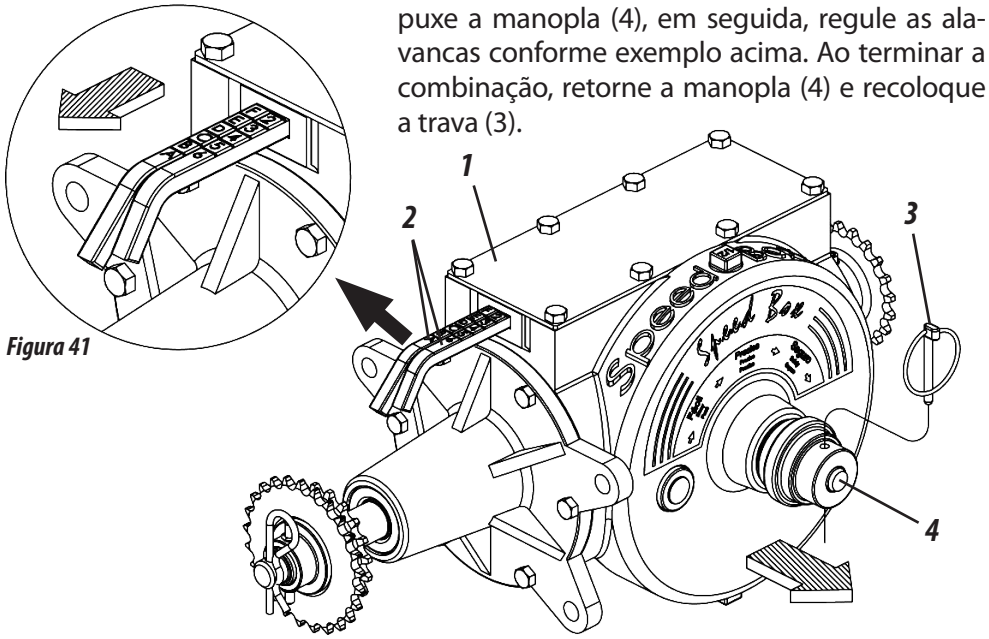

Figura 41
SPEED BOX (FIGURA 41)
1- Selecione a quantidade desejada nas tabelas e verifique a combinação correspondente nas alavancas (2). **Exemplo:** Posição **F2** na tabela, indica que a alavanca com letras deve estar na posição **"F"** e a alavanca com números deve estar na posição **"2", conforme mostra a figura 41**